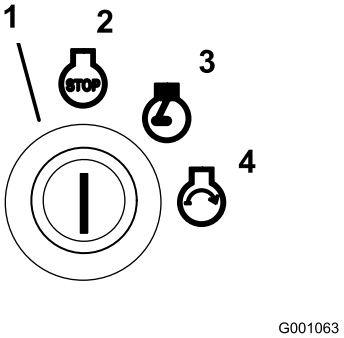

**Figuur 12**
6. Draai het contactsleuteltje naar rechts op LOPEN (Figuur 12).
9. Draai het contactsleuteltje op START en het indicatielampje van de gloeibougies gaat weer branden. Laat het sleuteltje los zodra de motor aanslaat (Figuur 12).
2. Draai het contactsleuteltje naar rechts op LOPEN (Figuur 12).
4. Draai het contactsleuteltje op UIT (Figuur 12). Zet de motor af en wacht totdat alle bewegende onderdelen tot stilstand zijn gekomen alvorens de bedieningspositie te verlaten.